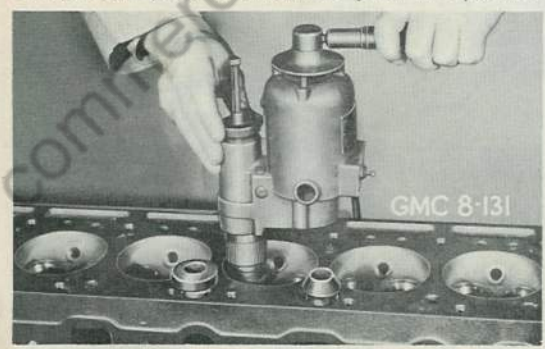

Fig. 46 Grinding Valve Seats. Note Angle of Stones for Narrowing Seats
D. Reconditioning Valve Seats—Due to extreme hardness of the insert metal, valve seats should be refinished with special grinding equipment such as illustrated in Fig. 46. Instructions are usually supplied by the manufacturers of such equipment and should be followed carefully to obtain best results. The following items should be considered when reconditioning valve seats.
6. Valve seats should be narrowed down after grinding, if necessary, by using proper angle stone (also shown in Fig. 46) to obtain the correct width of seat as given in "Specifications". Good judgment must be used when narrowing seat to assure correct seat contact with center of valve face. This is very important if maximum life of the valve grinding job is to be obtained.